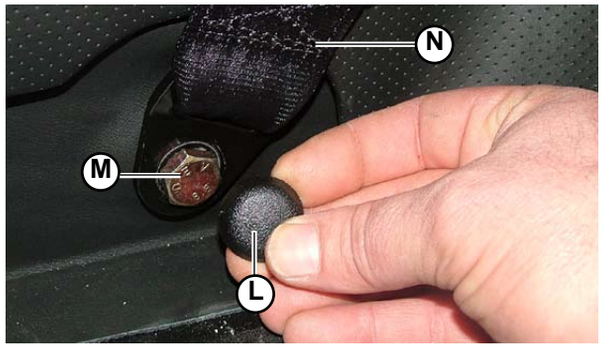

Fig.5
4. Remove the plastic cap (**L-Fig.5**) and unscrew the screw (**M-Fig.5**) securing the belt end (**N-Fig.5**) to the tunnel.